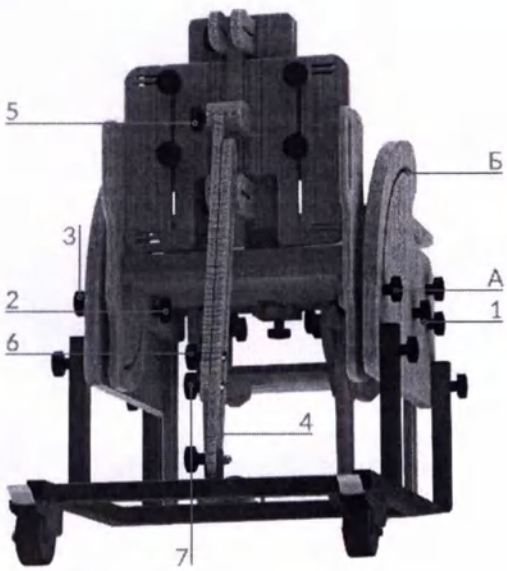

Рис. 10 – Перевод опоры из положения «Сидя» в другие положения
3. Ослабьте барашки (1), (2), (3) (см. рис. 10) и, придерживая спинку опоры, ослабьте крепление направляющей (4) с помощью барашков (5), (6), (7).
4. Переведите ложе из положения А в положение Б (рис. 10), а затем опустите сиденье так, чтобы оно составляло со спинкой одну плоскость. Затяните барашки (1), (2), (3), (5), (6), (7).
3. Ослабьте барашки (2), (3) (см. рис. 10) и полностью выкрутите крепёж (6), состоящий из болта, шайбы и барашка.
4. Придерживая спинку опоры, ослабьте крепление направляющей (4) с помощью барашков (5) и (7). Опустите спинку опоры так, чтобы она лежала в одной плоскости с сиденьем.
5. Затяните барашки (2), (3), (5), (7).